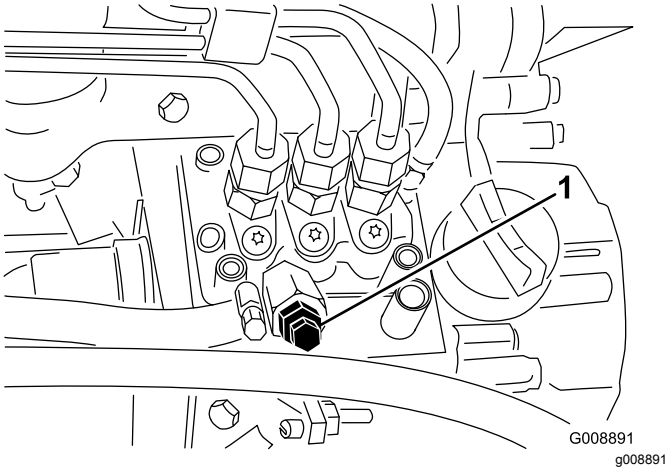

Figur 42
4. Åpne lufteskruen på pumpen for drivstoffinnsprøyting (Figur 42).